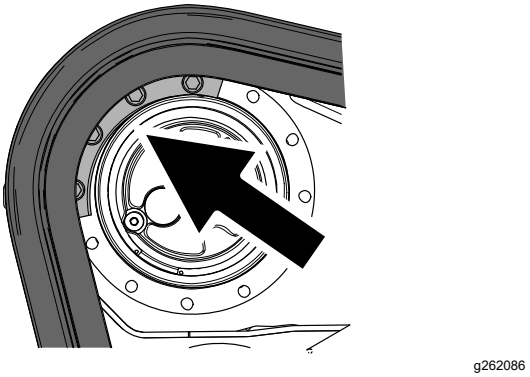

Figure 71
5. Move the traction control forward until the drive sprocket segment engages with the track (Figure 71).
10. Apply thread-locking compound to the bolts of the other drive sprocket segment that you removed and install the sprocket segment (Figure 71). Torque the bolts to 247 to 301 N·m (182 to 222 ft-lb).